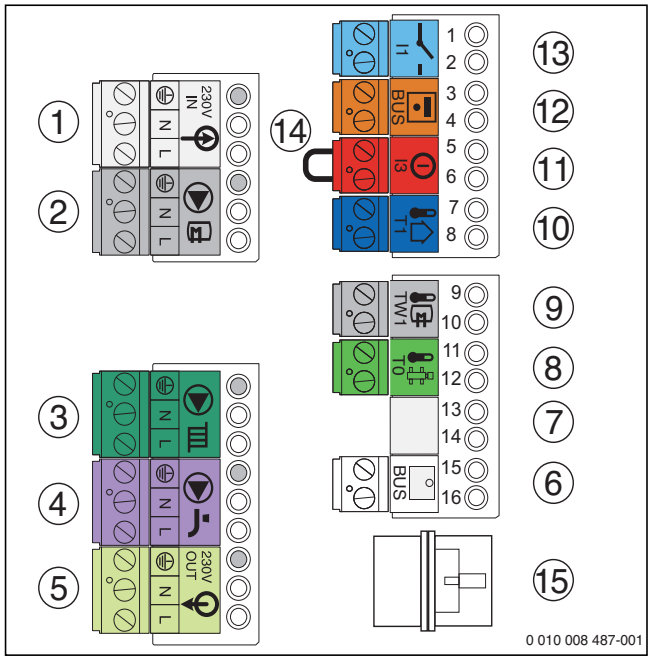

Bild 28 Klemmleisten
▶ Ein-/Aus-Raumtemperaturregler auf Anschlussklemme [13] (→ Bild 28) anschließen.
▶ Regelgerät auf Anschlussklemme [6] (→ Bild 28) anschließen. Hierzu ein 2-adriges Stromkabel von 0,4 bis 0,75 mm² verwenden.
- ▶ Brücke auf Anschlussklemme [14] (→ Bild 28) entfernen.
- ▶ Außentemperaturfühler auf Anschlussklemme [10] (→ Bild 28) anschließen.
- ▶ Speichertemperaturfühler auf Anschlussklemme [9] (→ Bild 28) anschließen.
- ▶ Heizungspumpe auf Anschlussklemme [3] (→ Bild 28) anschließen.
- ▶ Zirkulationspumpe auf Anschlussklemme [4] (→ Bild 28) anschließen.
- ▶ Speicherladepumpe/externes 3-Wege-Ventil (230 V) auf Anschlussklemme [2] (→ Bild 28) anschließen.
- ▶ Externes 3-Wege-Ventil an der Anschlussklemme [2] (→ Bild 28) anschließen.